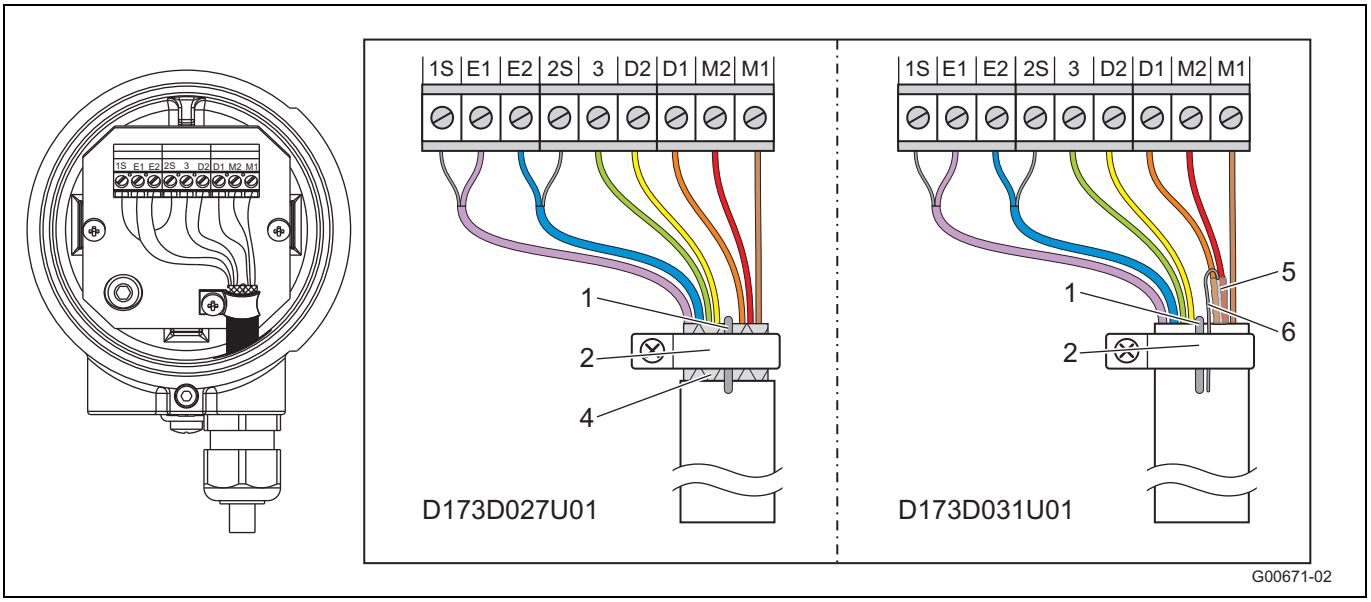

Afb. 33
- Alle andere aders aansluiten zoals afgebeeld in Afb. 33.